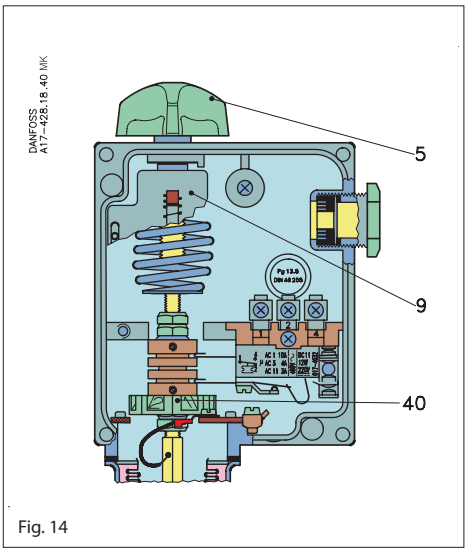
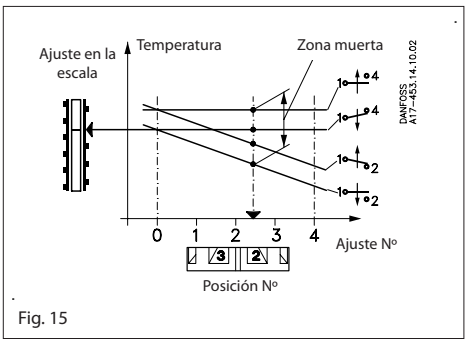

Fig. 14
Fig. 15
El rango se ajusta utilizando el mando de ajuste (5), fig. 14 al mismo tiempo que se observa la escala principal (9). El valor ajustado es la temperatura de abertura de los contactos 1-4, fig. 15.